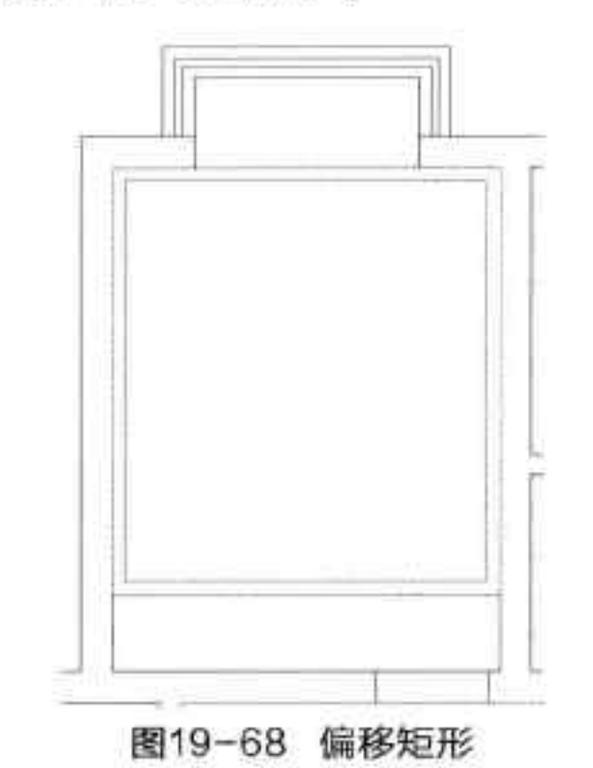

图19-68 偏移矩形
Step 15 执行“矩形”命令，捕捉书房角点绘制矩形。执行“偏移”命令，将矩形向内偏移100mm，如图 19-68 所示。